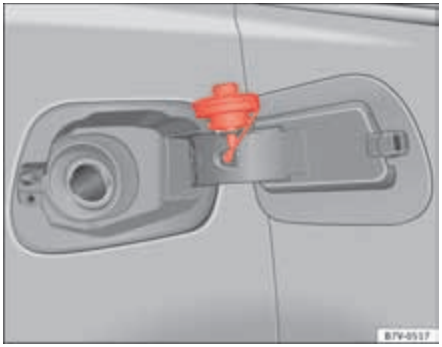

Fig. 170 Open tank flap with tank cap attached to the holder.
- Unscrew the tank cap anti-clockwise and insert it in the hole in the tank flap hinge ⇒ fig. 170.